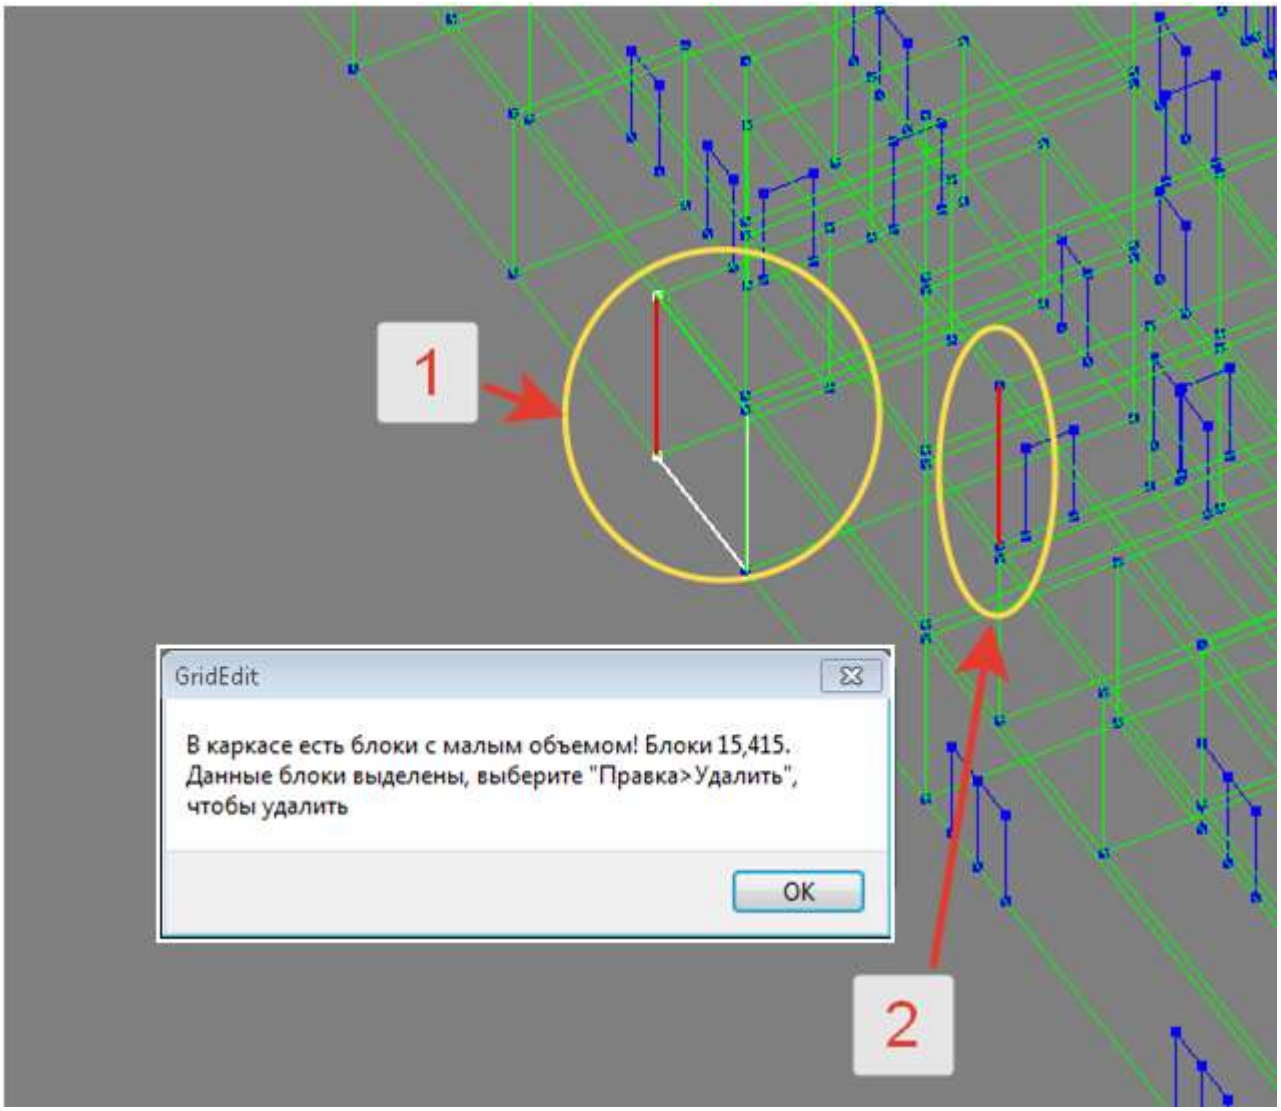

Рисунок 4.33 – Вид блоков каркаса, имеющих нулевой объем, и соответствующее сообщение
- совпадают вертикальные противоположные грани (блок получается плоским не имеющим ширины), Рисунок 4.33 ситуация 1;
- совпадают все четыре вершины основания и верхней грани (в этом случае блок вырождается в ребро с двумя вершинами), Рисунок 4.33 ситуация 2.
При наличии таких блоков после выполнения процедуры «Поиск блоков», п. 4.5.7, и открытии проекта, п. 3.2.2, выпадает ошибка, Рисунок 4.33.